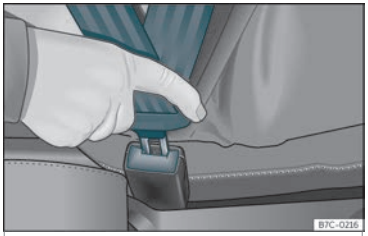

Abb. 9 Schlosszunge des Sicherheitsgurts in das Gurtschloss einstecken.
- Schlosszunge fest in das zum Sitzplatz gehörende Gurtschloss stecken››› **Abb. 9** .